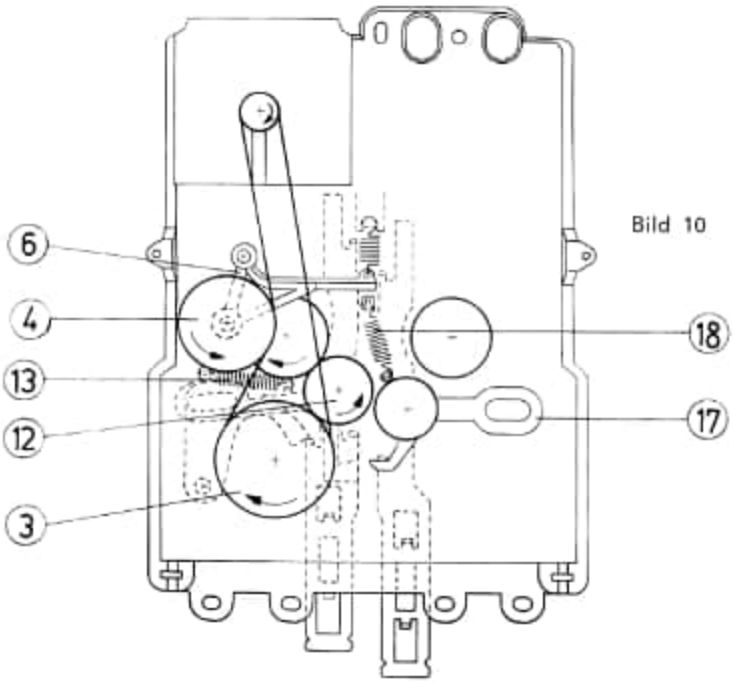

Bild 10
6.2. FUNKTION „SCHNELLER VORLAUF" (Bild 10)